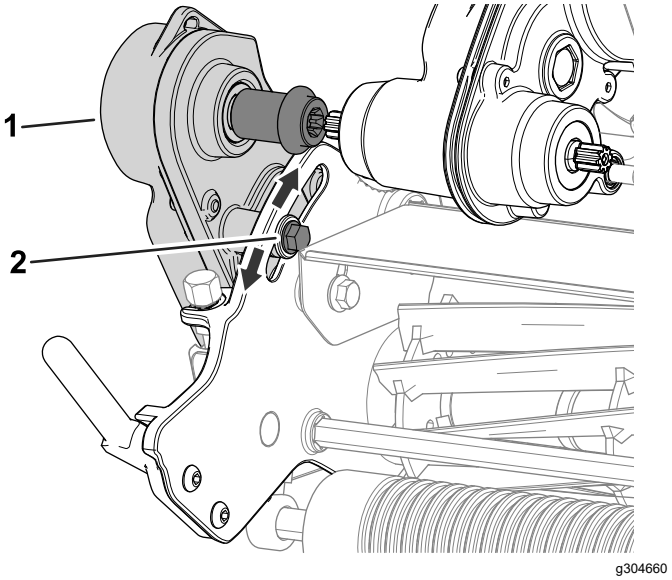

Figur 48
1. Løsne bolten som vist i Figur 48.